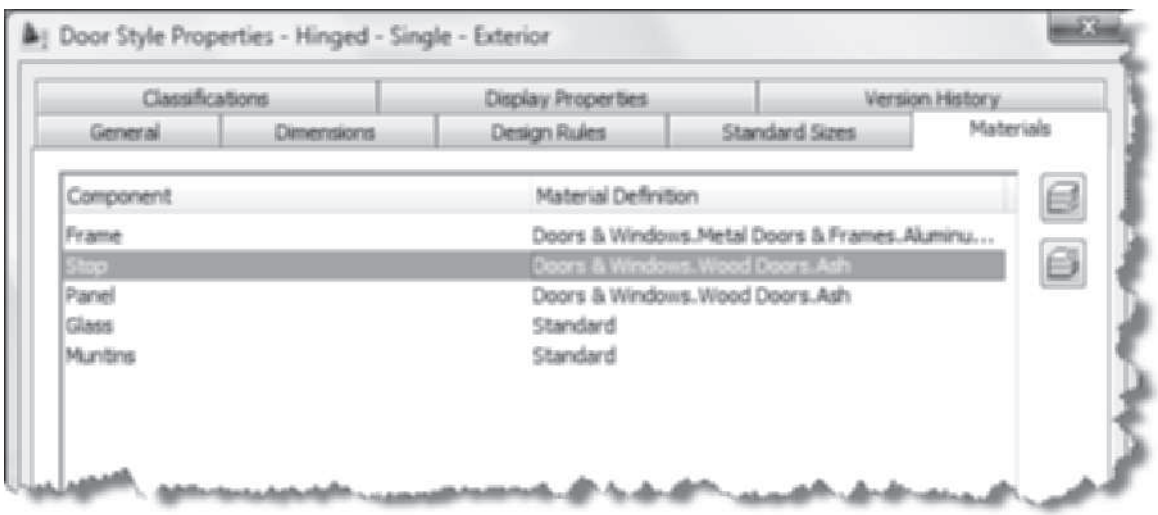

FIGURE 5.60 *Materials tab of a door style*
20. To edit the material of the Stop, click in the **Material Definition** column of the Stop, and select **Doors & Windows.Wood Doors.Ash** from the **Material Definition** list as shown in Figure 5.60. Click OK to dismiss the Door Style Properties dialog box.